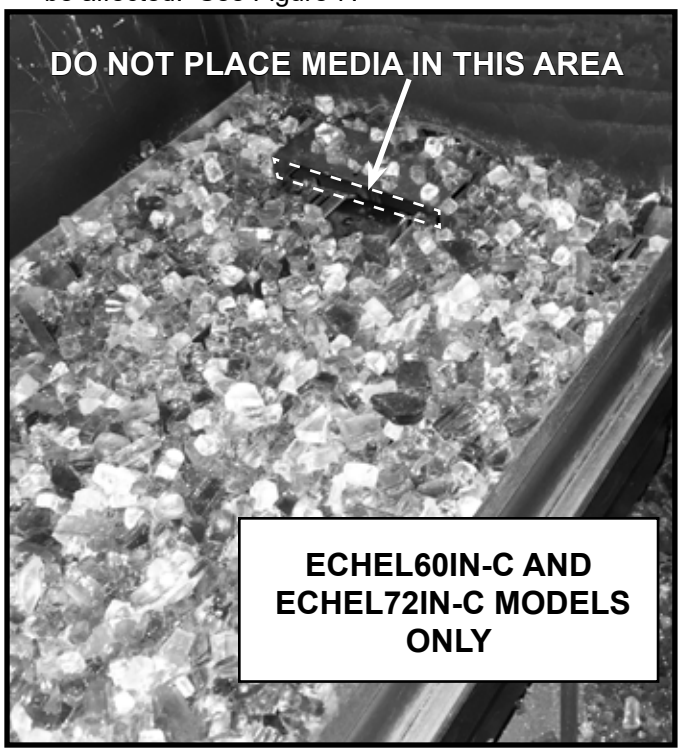

**Figure 7. Media Placement Restriction Area**
**DO NOT** place media in front of opening on right side of the burner (60 and 72 only). Flame appearance will be affected. See Figure 7.